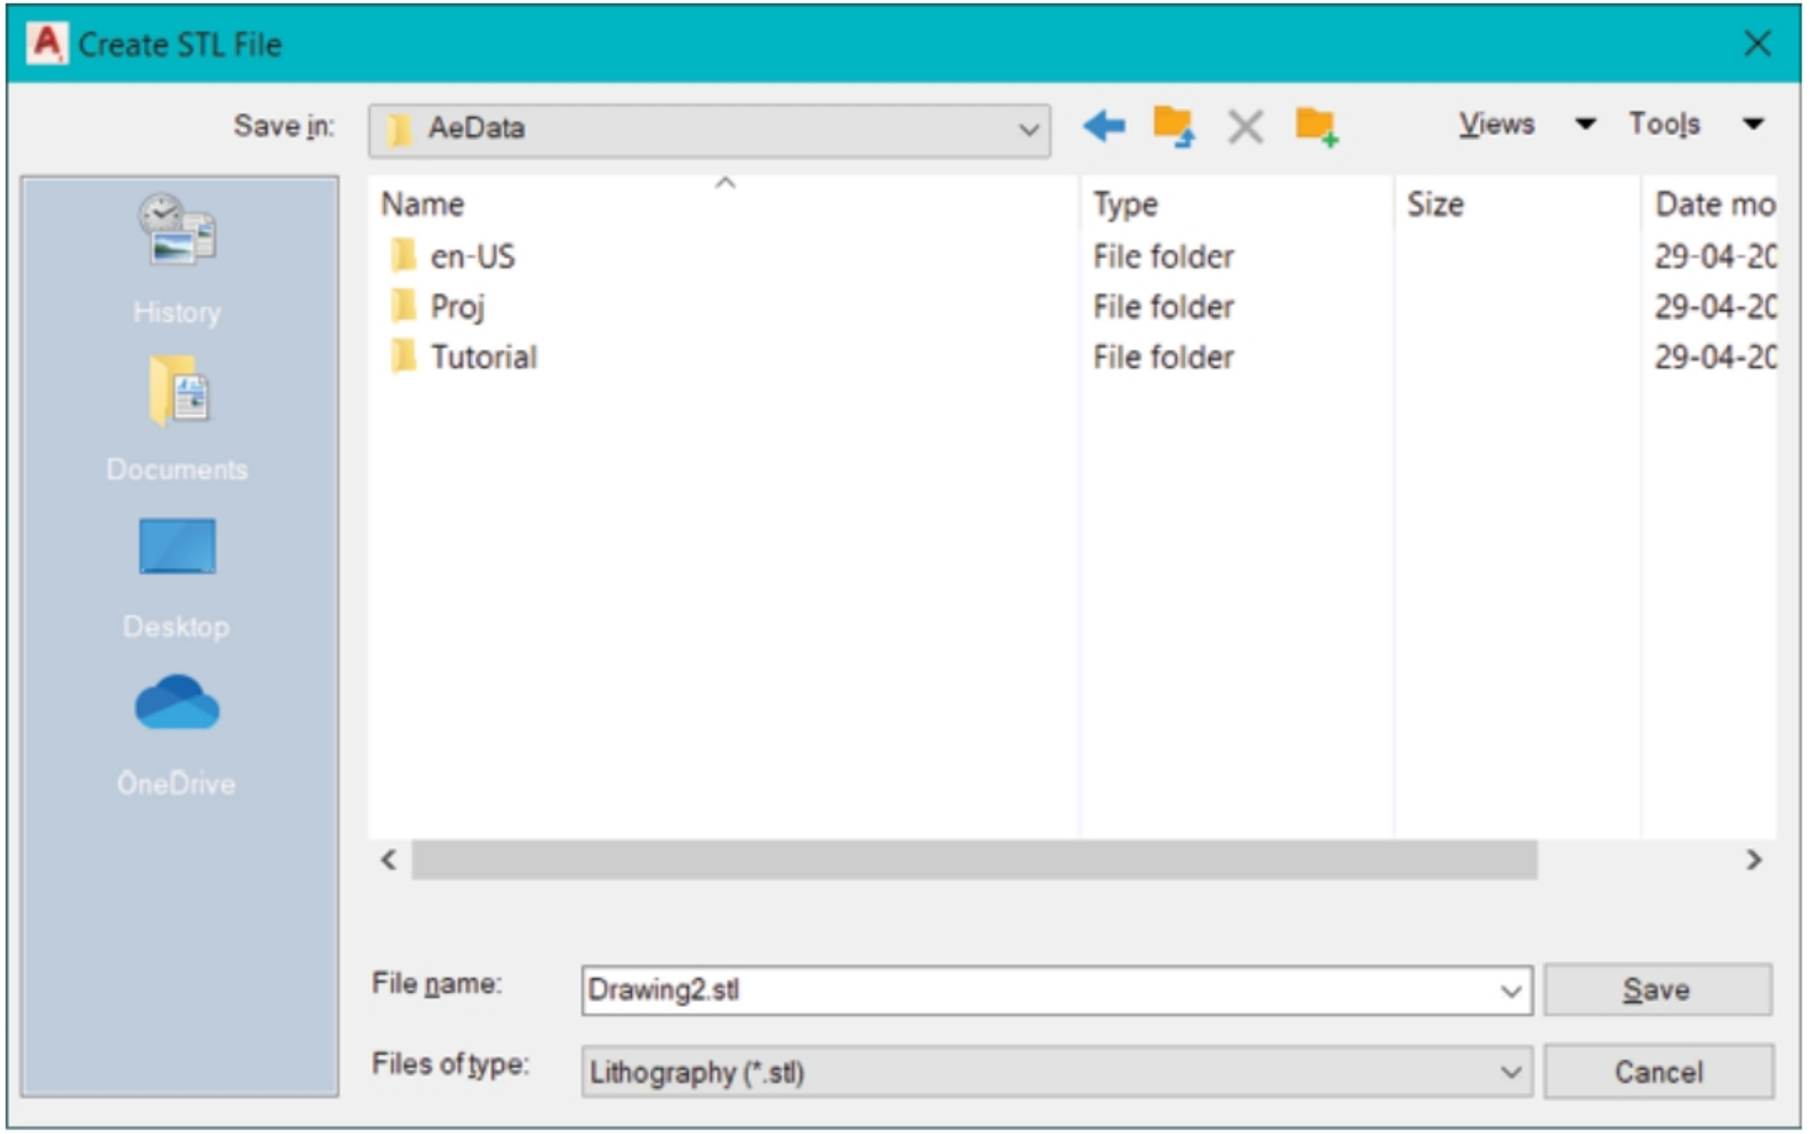

Figure-57. Create STL File dialog box
- Click on the **OK** button from the dialog box. The **Create STL File** dialog box will be displayed; refer to Figure-57.